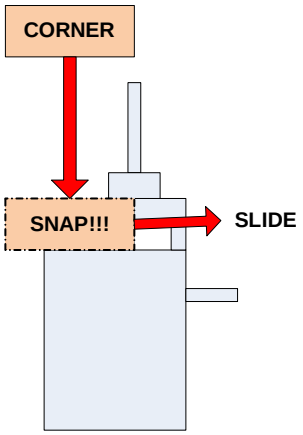

Figure 66 How the corners "Snap-Slide" into place
3. “Snap-Slide” the corner covers into place. The corners first “snap” into place by pushing them down, and then you slide them forward into position (see Figure 66).